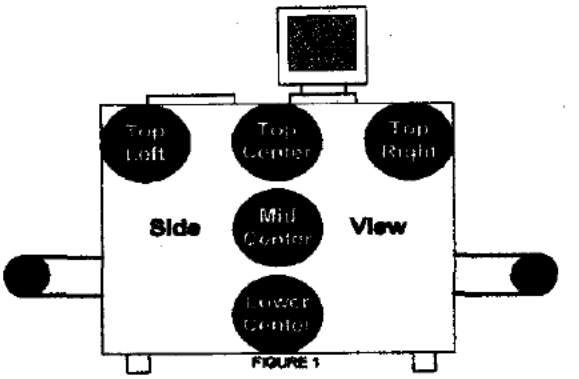

FIGURE 1
2. While holding the meter 5 centimeters (about 2 inches) from the surface, take readings in the area of the circles shown (Figure 1 above) on **BOTH** sides (Left and Right) of the X-ray machine (total of 10 readings):